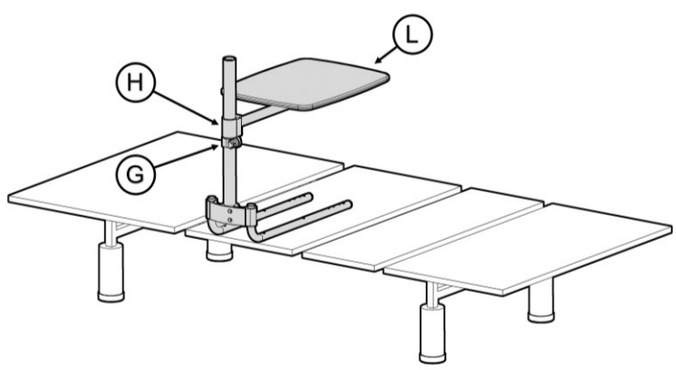

FIGURE 16
16. Place **G** on pole and set to desired hieght. Place **H** on pole and hang **L** on **H** as shown. *FIGURE 16*